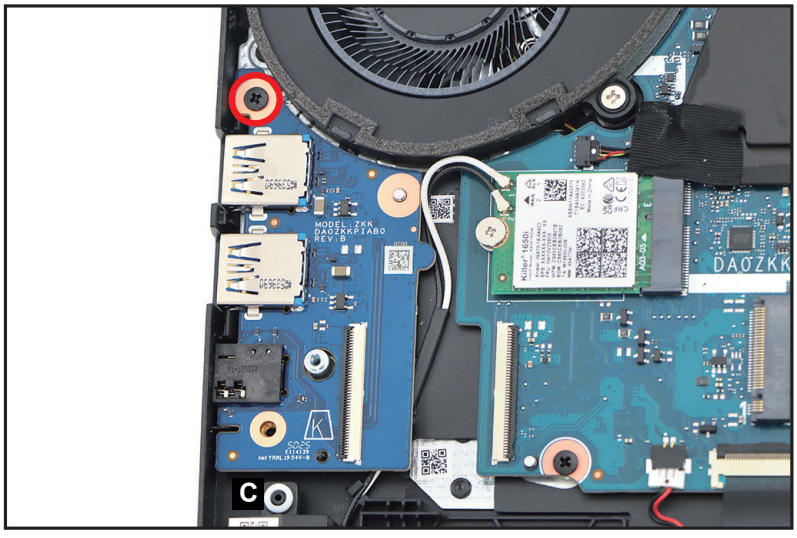

Figure 1-35. USB Board Removal
2. Remove one (1) screw securing the USB board (Figure 1-35).